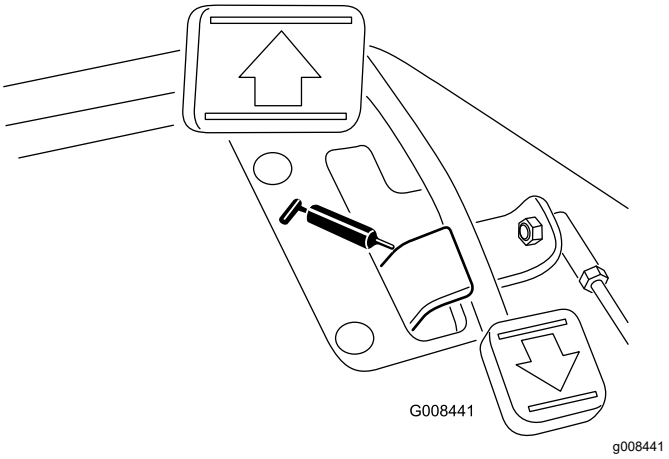

**Figuur 28**
- Draaipunt van tractiepedaal (1) (Figuur 28)